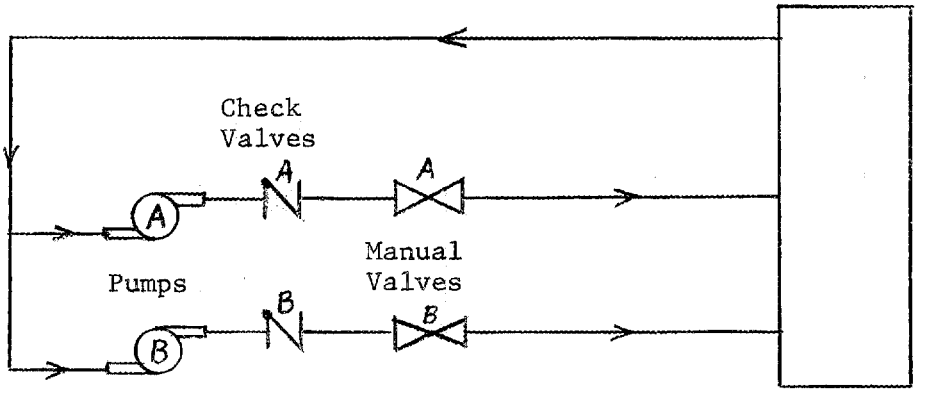

Fig. 5.3. Coolant Loop with Two Pumps in Parallel
9. When two pumps are in parallel as shown in Fig. 5.3, a water-hammer problem can occur. If one pump (A) is shut off, pump (B) will produce enough pressure to slam check valve (A) closed, producing a _____ _____.